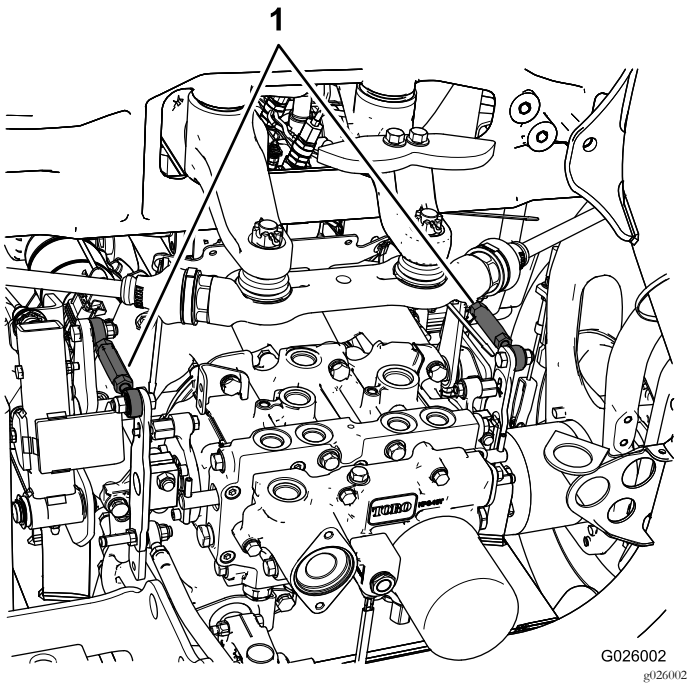

Figur 9
- Hvis venstre bakhjul roterer, løsne låsemutterne til venstre girkontrollstag (Figur 9).